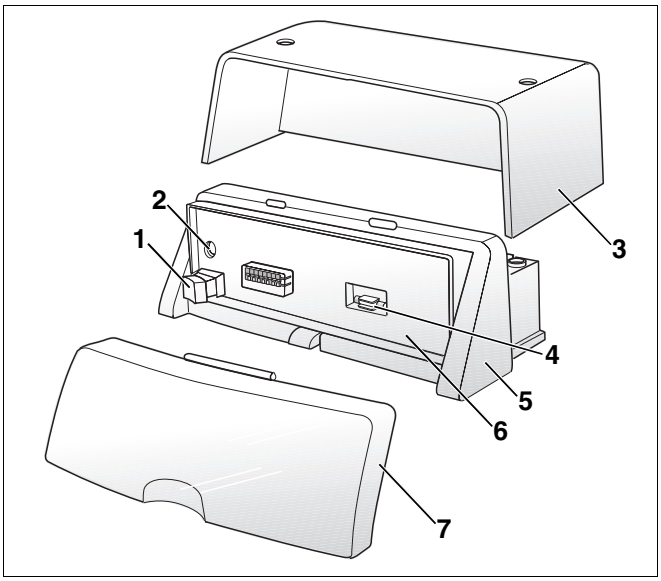

Abb. 1 Regelgerät Logamatic MC10
– Regelgerät (Abb. 1, **Pos. 5**)
– Betriebsschalter (Abb. 1, **Pos. 1**)
– Sicherung für die Heizungsanlage, hinter der Abdeckung (Abb. 1, **Pos. 2**).
– Ersatzsicherung zum Austausch (Abb. 1, **Pos. 4**).
– Transparente Abdeckklappe (Abb. 1, **Pos. 7**)
– Abdeckhaube (Abb. 1, **Pos. 3**)
- Transparente Abdeckklappe (Abb. 1, **Pos. 6**, Seite 4) öffnen.